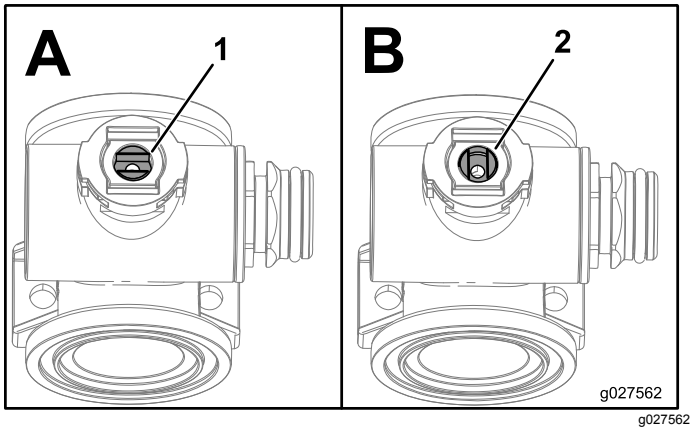

Figur 111
1. Sett ventilstammen i stengt posisjon (Figur 111 B)
3. Snu på ventilstammen, slik at kulen er i ÅPEN posisjon (Figur 111 A).
7. Snu ventilstammeenheten slik at ventilen er stengt (Figur 111).